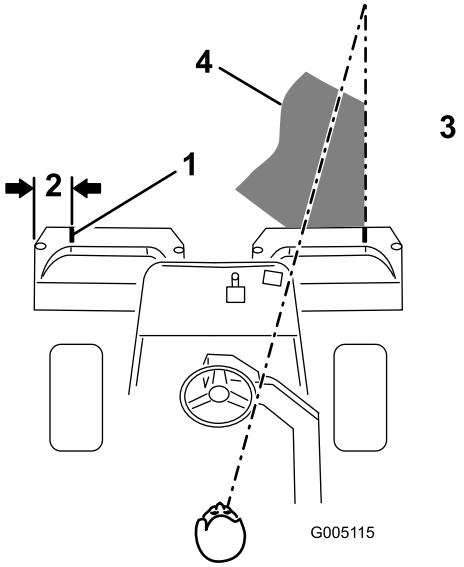
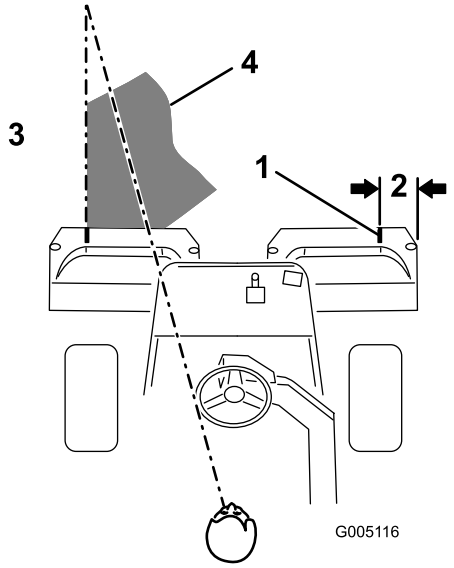

Figuur 30
Figuur 31
2. Bevestig een strook witte tape of zet een streep op elke mand, die evenwijdig loopt aan de buitenrand van elke mand Figuur 30)
3. Zorg ervoor dat een nieuwe maaibaan de vorige maaibaan zo weinig mogelijk overlapt. Om ervoor te zorgen dat u het gazon in een rechte lijn maait en de machine op een gelijke afstand van de rand van de vorige maaibaan blijft, moet u uitgaan van een denkbeeldige zichtlijn, ongeveer 1,8 tot 3 m vóór de machine tot de rand van het ongemaaide deel van de green (Figuur 30 en Figuur 31). Sommige bestuurders vinden het handig de buitenrand van het stuurwiel deel te laten uitmaken van de zichtlijn; d.w.z. de rand van het stuurwiel in een rechte lijn te houden ten opzichte van een punt dat altijd op dezelfde afstand van de voorkant van de machine blijft (Figuur 30 en Figuur 31).